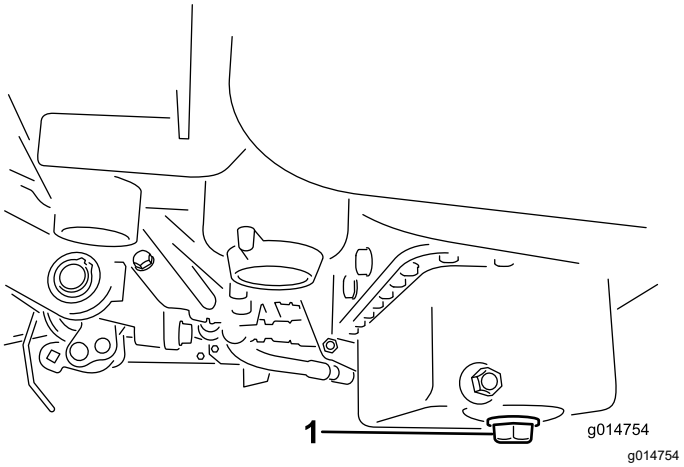

Figura 32
1. Togliete il tappo di spurgo e lasciate defluire l'olio in una bacinella. Quando l'olio cessa di defluire, rimontate il tappo (Figura 32).